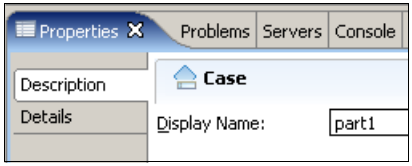

Figure A-54 Renaming the case to part1
19. Click **Case** and click the **Description** tab. For Display Name, type `part1` (Figure A-54).